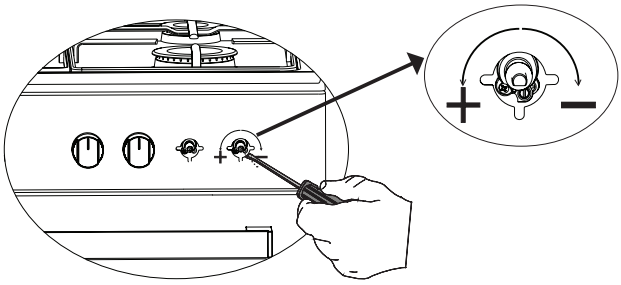

Figura 5
**2.** Con la ayuda de un destornillador de tamaño adecuado, apriete/afloje el tornillo de ajuste del gas (Véase figura 5). Esto permite aumentar o disminuir la llama en la posición baja. Ajuste el gas adecuado para que la longitud de la llama sea de al menos 4 mm.